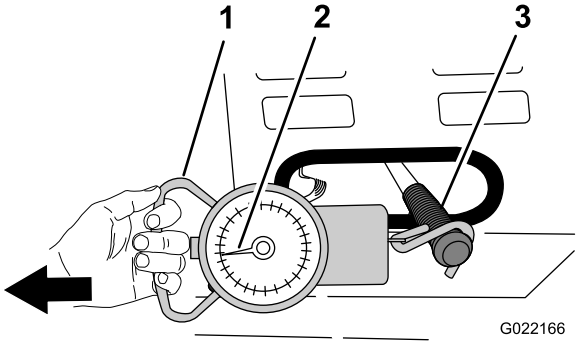

Figura 66
4. Conecte una balanza de muelle con rango de 15–30 kg (35–55 libras) a la empuñadura de la palanca del embrague (Figura 66).
5. Usando la balanza de muelle, tire de la palanca del embrague a la posición de Engranado, según se muestra en Figura 66.
6. Observe la balanza de muelle mientras tira para ver la presión más alta alcanzada al pasar la palanca del embrague de la posición de Desengranado a la posición de Engranado (Figura 66).